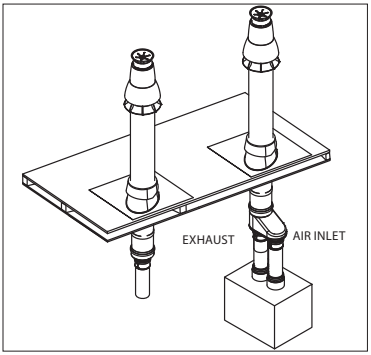

Figure 26
- Assemble the PolyPro Single-Wall venting according to the DuraVent PolyPro Single-Wall instructions beginning on page 7. (***Fig.26)***